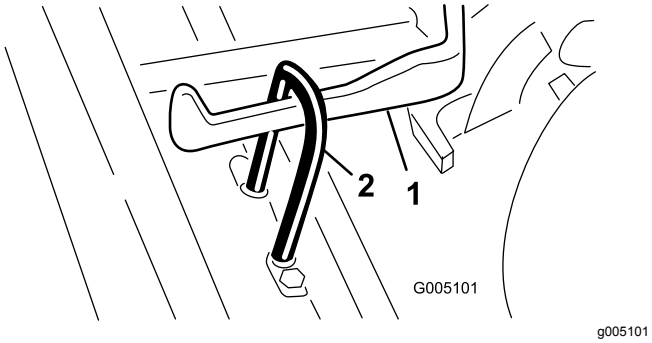

Figur 7
2. Skyd klippeenheden ind under trækrammen, samtidig med at du fastgør løftekrogen på løftearmen (Figur 7).